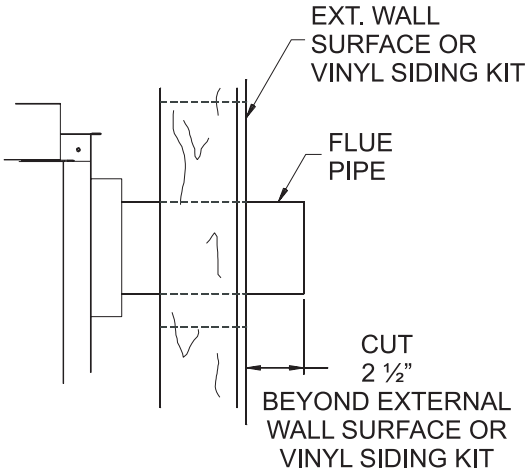

**Figure 65**
8. Attach the 4-inch diameter flue outlet tube onto the rigid venting system or directly to fireplace. Ensure the 4-inch diameter flue outlet tube is placed as far as possible onto the rigid venting system. Mark the 4-inch diameter flue outlet tube 2-1/2 inches beyond the vinyl siding kit or wall. **See Figure 65**. Remove the 4-inch diameter flue outlet tube from rigid venting system. When installing directly to fireplace, tape gasket needs to be used.